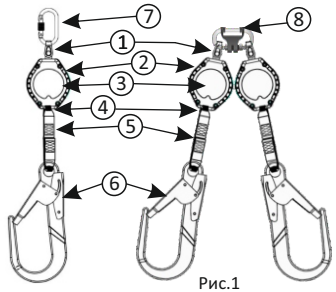

Рис.1
2. ТЕХНИЧЕСКИЕ ХАРАКТЕРИСТИКИ И ОПИСАНЕИЕ (рис.1)